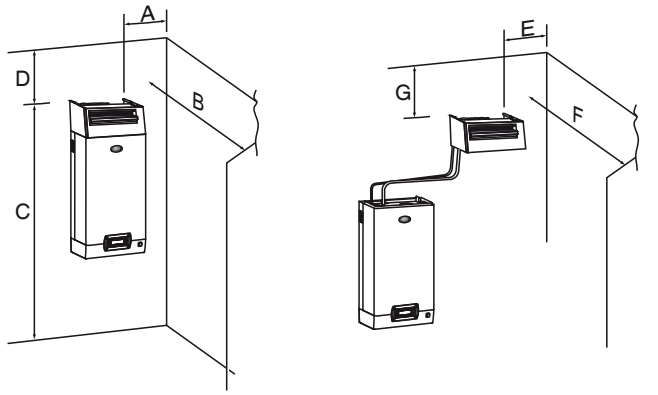

Fig. 3.c
2. the L-shaped supports (see element 1 Fig. 3. b) is supplied with steam distributors models from DP085* to DP205*. For shorter lengths the bracket can be supplied as optional (code 18C478A088).
Steam distributors for installation in rooms. These come with a fan to assist steam absorption. The VSDU0A* blowers can be used on humidifiers with flow-rates up to 18 kg/h (39.7 lb/h), i.e. models UR002… UR013. They can be connected to the top of the humidifier, or separately in a remote position using the fastening support VSDBAS0001 (see Fig. 3.c). These distributors have a power supply inside the electrical panel (24 Vac, Terminals X1, X2).